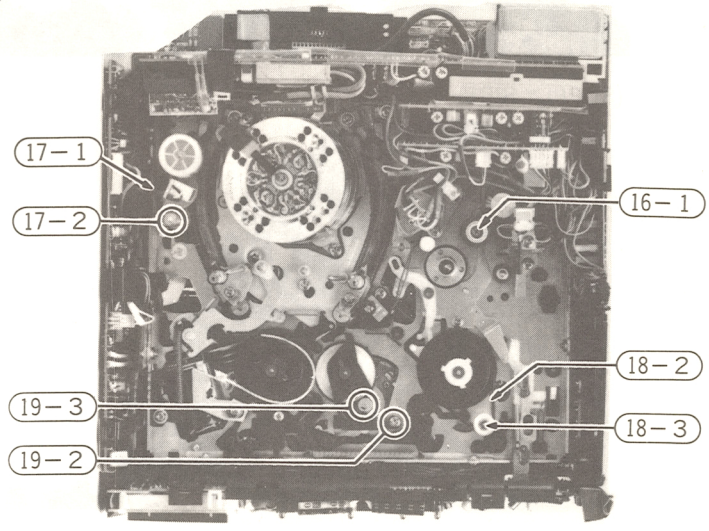

Fig. 30 Rollers
16. Pressure roller (Fig. 30)
17. Impedance roller (Fig. 30)
18. Load pulley (Fig. 30)
19. Reel drive idler (Fig. 30)